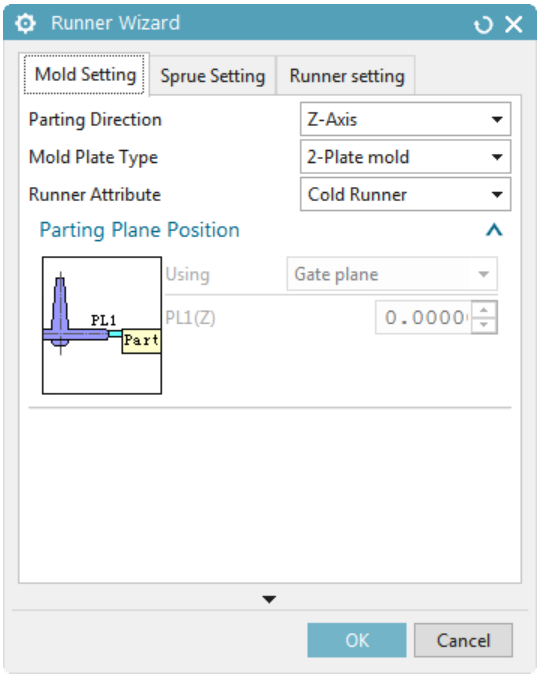

*Figure 2-39 The **Runner Wizard** dialog box*
1. Choose the **Runner Wizard** tool from the **Wizard** group; the **Runner Wizard** dialog box is displayed, refer to Figure 2-39.